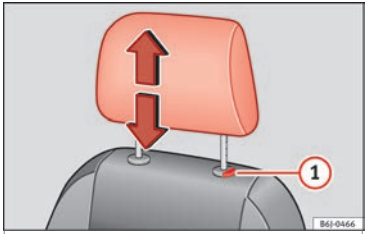

Fig. 141 Front head restraint: adjust or remove.
– Press catch (1) ››› **Fig. 141** and remove the head restraint.